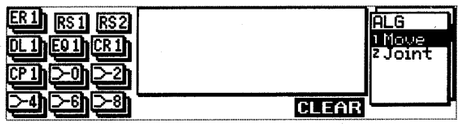

Fig.3
3. Using the cursor key, position the cursor at "CLEAR" field and press ENTER key. (See Fig.3. P6)
3．カーソルキーでカーソルを移動して CLEAR に合わせ，ENTER キーを押す。(Fig.3.P6)